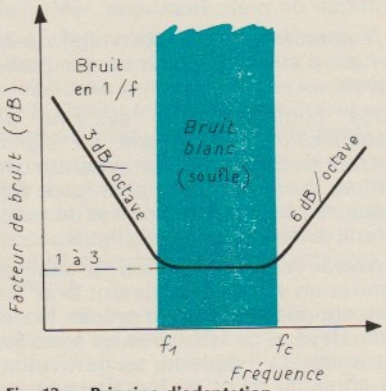

Fig. 13 — Principe d'adaptation d'une source symétrique à une entrée différentielle d'amplificateur (les tensions parasites Vp s'annulent).
c) réaliser une *liaison symétrique* entre capteur et amplificateur à entrée différentielle (voir figure 13),